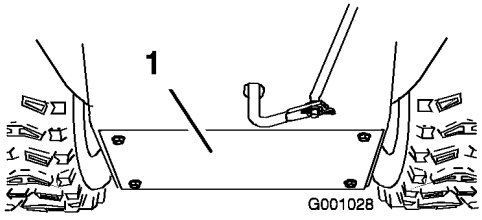

Bild 52
3. Entfernen Sie die hintere Abdeckung (Bild 52).